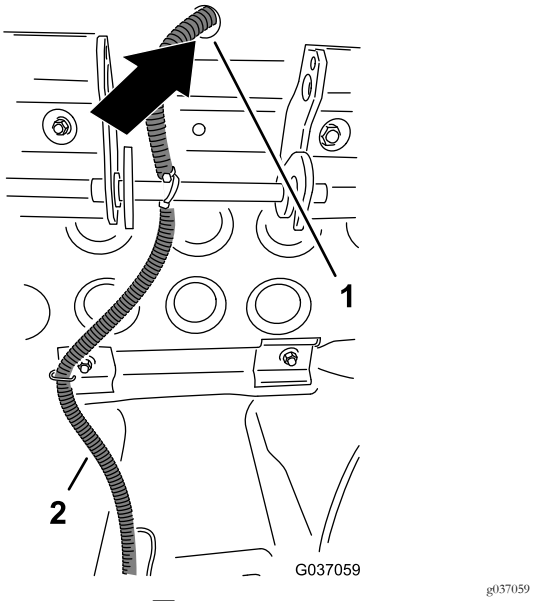

図 23
6. リレー用の2ソケットコネクタ白線と黒線を運転席後部の運転台にある穴に通す図 23。
2. プラットフォーム底部で、350cm キット用のワイヤハーネスの2ソケットコネクタ黒線と赤線を、リレーハーネスに沿って、運転席の後ろ側にある穴に通す図 23 リレーとハーネスを接続するモデル 02750 (ページ 9)を参照。